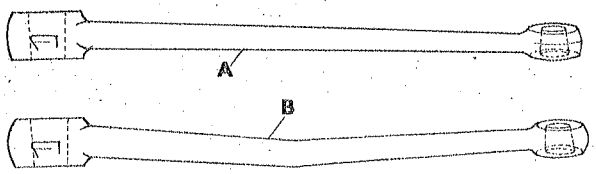

Fig. 4 *STR 1459*
3. Fit the new steering arm (see Fig. 4 showing the difference between the old and new arms). On no account must the existing arm be used as this would foul the road wheel at full lock.